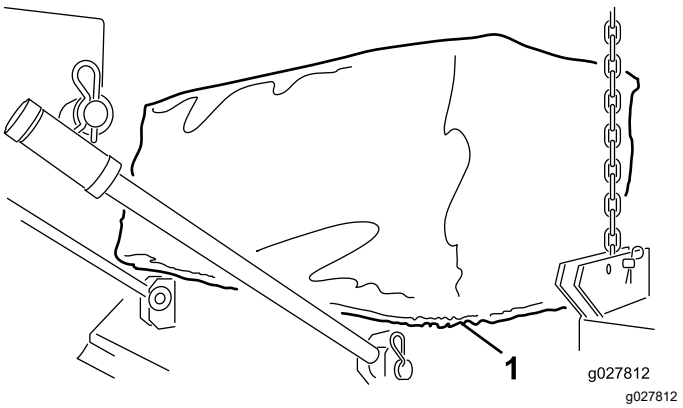

Figura 4
4. Installate l'anello del telone sull'orlo del Versa-Vac e sulle aperture del piatto (Figura 4).